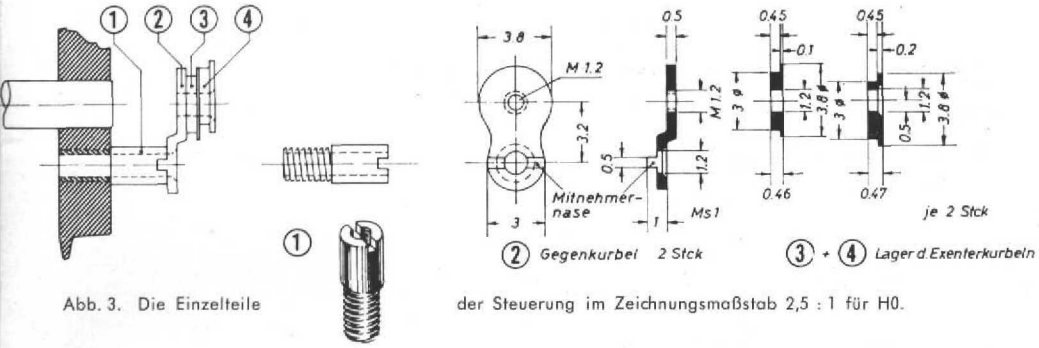

Abb. 3. Die Einzelteile der Steuerung im Zeichnungsmaßstab 2,5 : 1 für H0.
Beginnen wir mit dem Treibzapfen (1), der den gesamten Antrieb sicher führen muß. Nach Abb. 3 hat er eine zentrische Bohrung mit Gewinde M 1,2 um die Gegenkurbel (2) mit einer Senkschraube M 1,2 x 2,5 aufzunehmen. Diese Gegenkurbel wird aus **1 mm** starkem Bronze- oder Ms-Blech gefertigt. Die Bohrung für die Befestigung am Treibzapfen (1) wird entsprechend ausgesenkt, während in die andere Bohrung (0,95 mm) Gewinde M 1,2 geschnitten wird. Und jetzt die Paßarbeit: Die Innenseite der Kurbel wird nun so um 0,5 mm schwächer gefeilt, daß in Höhe des Senkloches radial 2 Mitnehmernasen von 0,5 mm Breite stehen bleiben (s. perspekt. Darstellung). Dann wird die Gegen-
Die beiden Scheiben (3) und (4) nach Abb. 3 werden aus Automatenstahl hergestellt, wobei die Laufflächenbreite von 0,45 mm für die Kurbeln einzuhalten ist.
Die Scheibe (4) wird 0,5 mm außer Mitte gebohrt, während die Scheibe (3) eine zentrische Bohrung erhält. Beide Scheiben werden an der Gegenkurbel mit einer Schraube M 1,2 gehalten (Abb. 3).